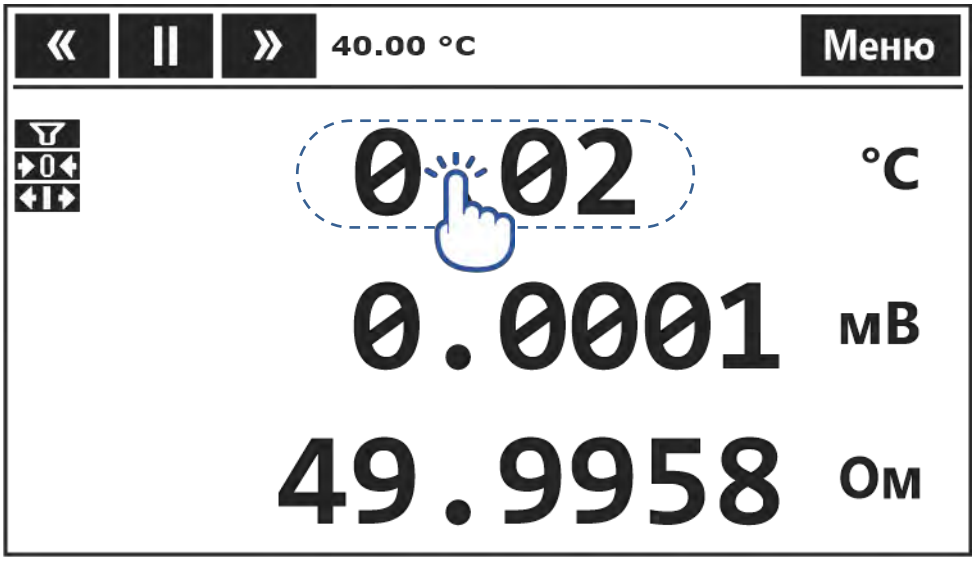

Рисунок 8 — Переход к быстрым настройкам канала
3.5.2 Для перехода к быстрым настройкам канала нажать на результат измерений соответствующего канала (рисунок 8) и окно с быстрыми настройками будет отображено на дисплее, как показано на рисунке 9.